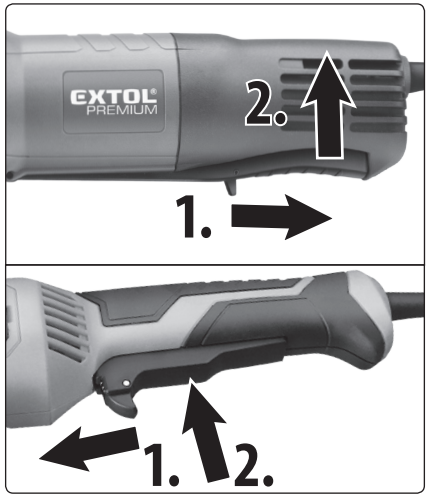

Fig.15; step 1. unlocking, step 2. starting
- The angle grinder may have a trigger switch on the the underside of the main handle, where pressing the trigger switch must be preceded by unlocking the trigger switch as shown in fig. 15, steps 1 and 2. This trigger switch design is namely present on larger and large angle grinders, and for safety reasons, it is not possible to lock the trigger switch in the „on" position.